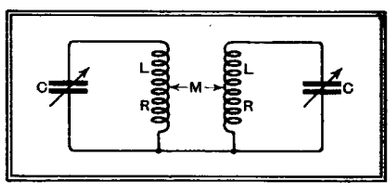

Fig. 3.—A typical two-element band-pass filter circuit.
The performance of a filter circuit depends on two quantities: (1) the coil magnification $m = 2\pi fL/R$; (2) the coupling $2\pi fM/R$ (Fig. 3) where M is the mutual inductance between the circuits. Whether the coupling is by coils as in Fig. 3 or by capacity or by both, an equivalent circuit can always be drawn similar to that in Fig. 3*. For coupling greater than unity the output volt-